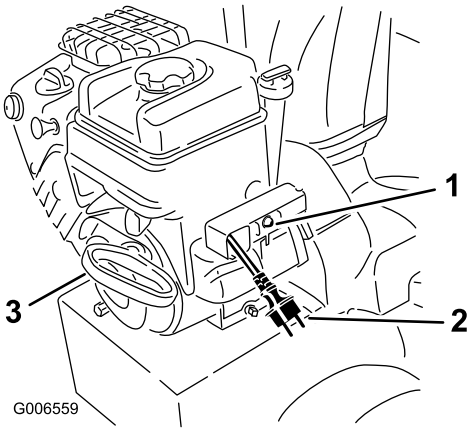

Figur 23
7. Start sneslyngen ved at trække i tilbageslagsstarthåndtaget eller trykke på den elektriske startknap (Figur 23).